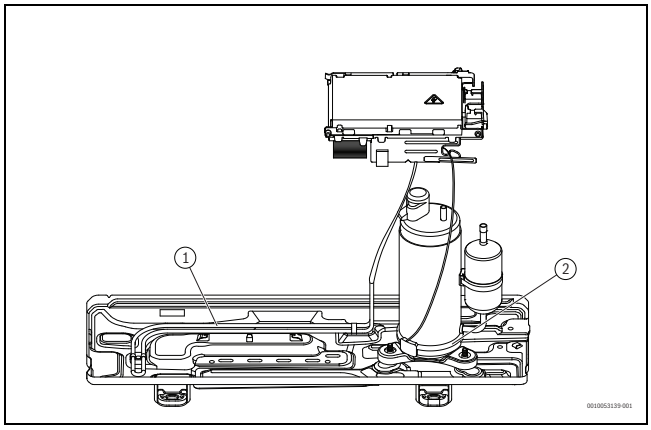

Rys. 12
- W razie potrzeby wygiąć orurowanie w żądanym kierunku i wyłamać otwór w bocznej części jednostki wewnętrznej (→ rys. 12).